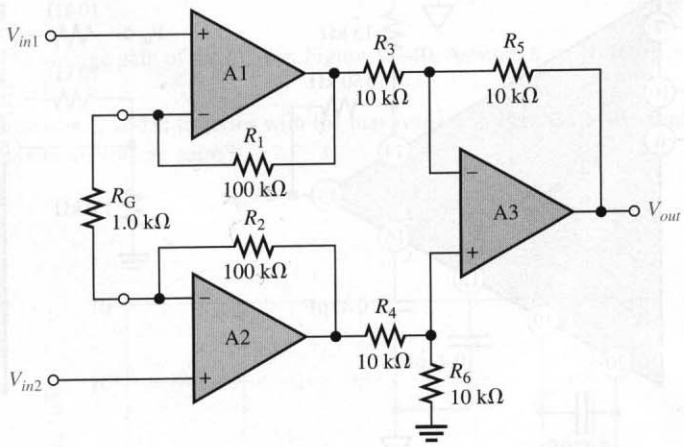

FIGURE 12–37
4. What value of R_G must be used to change the gain of the instrumentation amplifier in Figure 12–37 to 1000?
5. What is the voltage gain of the AD622 instrumentation amplifier in Figure 12–38?